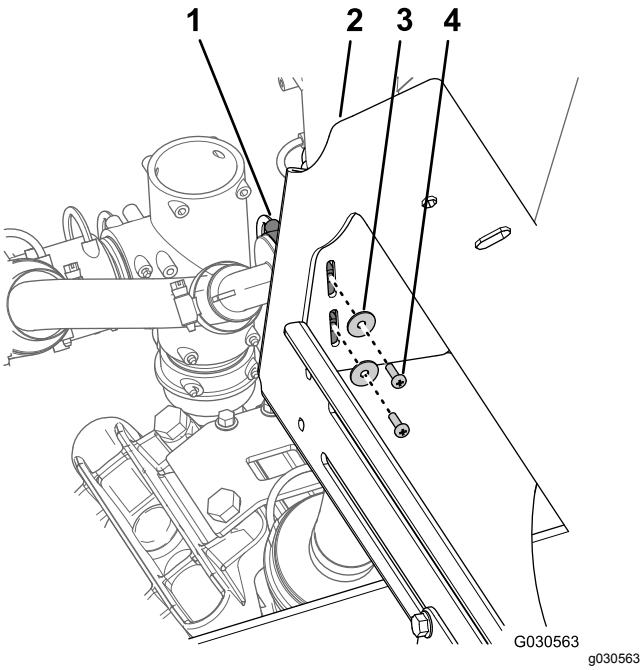

Figur 97
1. Ta bort de två skruvar med koniskt huvud (nr 10 x 5/8 tum) och de två brickor (nr 10) som håller fast T-kopplingen på grenrörsfästets vänstra sida (Figur 97).